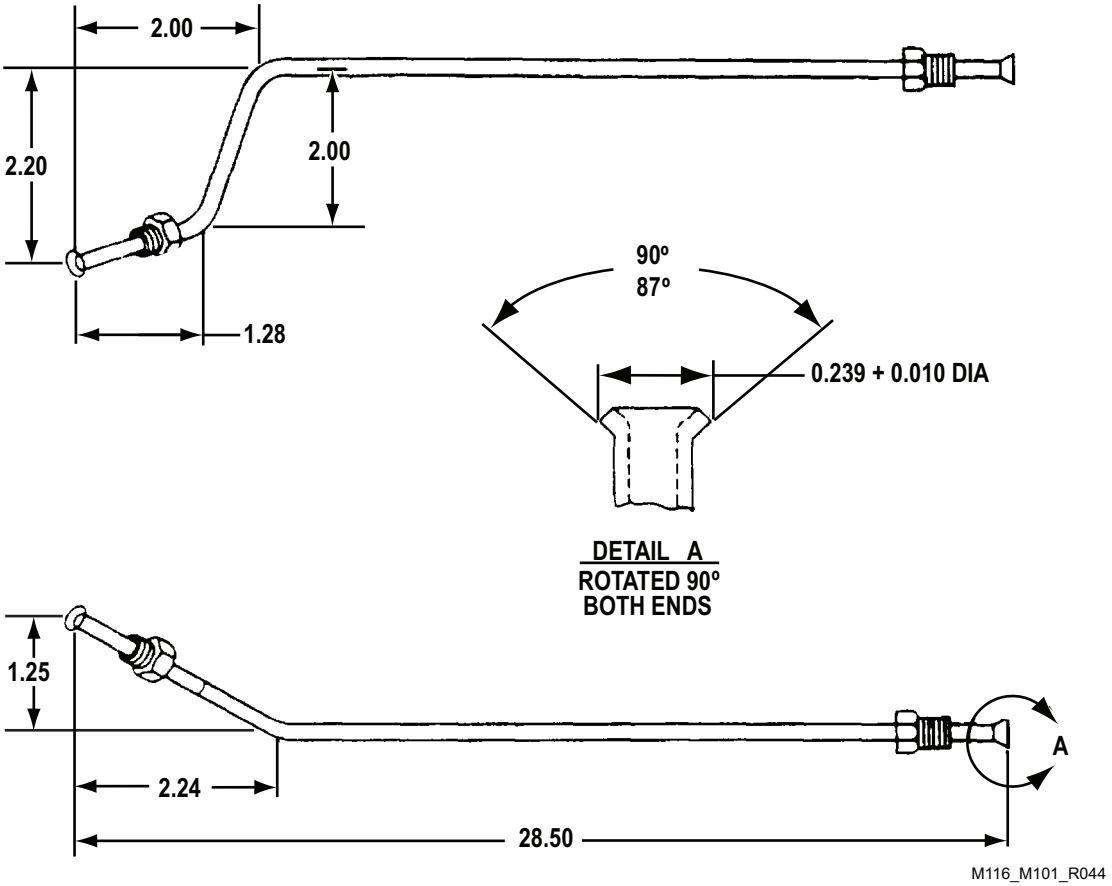

Figure 5. Left and Right Hydraulic Brake Tube Assembly (M101A1, M101A2, and M116A2).
2. Cut to proper length and bend (Figure 5).
3. Install nut, part number 110357, on each end of tube assembly (Figure 5).